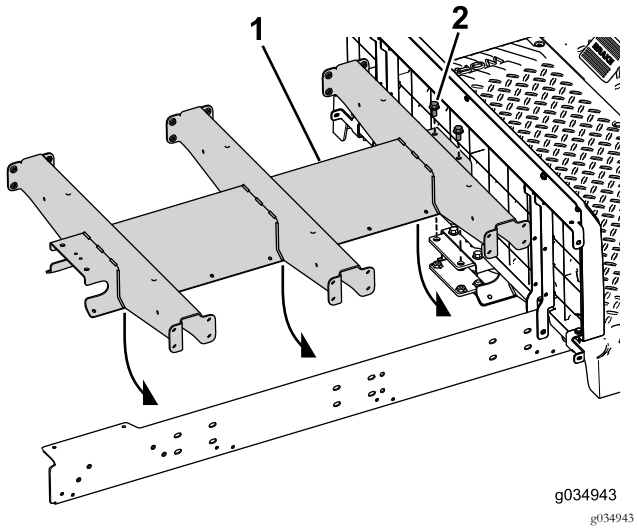

Рисунок 72
4. Проденьте два болта (3/8 x 3-3/4 дюйма) с шайбами через центральный швеллер и заднее крепление (Рисунок 72).